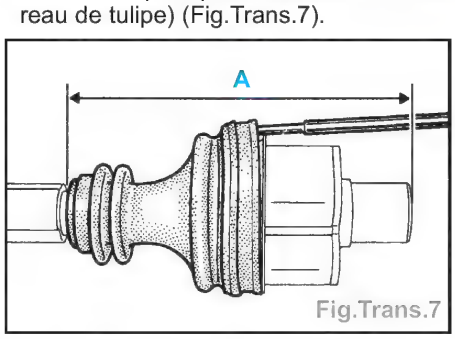

Fig.Trans.7
- Allonger ou raccourcir le joint jusqu'à obtention de la cote **A = 203 ± 1 mm** (cote prise entre l'extrémité du soufflet et la face du plus petit diamètre du fourreau de tulipe) (Fig.Trans.7).